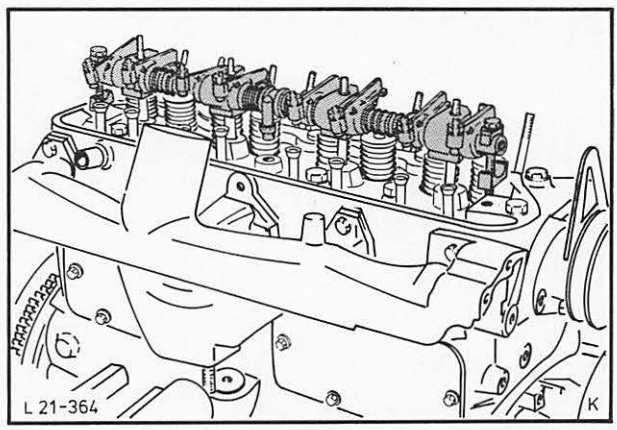

Abb. 42 Kipphebelwelle abbauen
10. Kipphebelwelle abbauen (4 Muttern, 2 Schrauben, Schrauben nicht herausziehen), Abb. 42, und Ventilstößelstangen herausnehmen. (Um zu vermeiden, daß dabei die Stößel mit hochgezogen werden und in die Stößelkammer fallen, Stößelstangen leicht schütteln!) Stößelstangen gekennzeichnet ablegen.